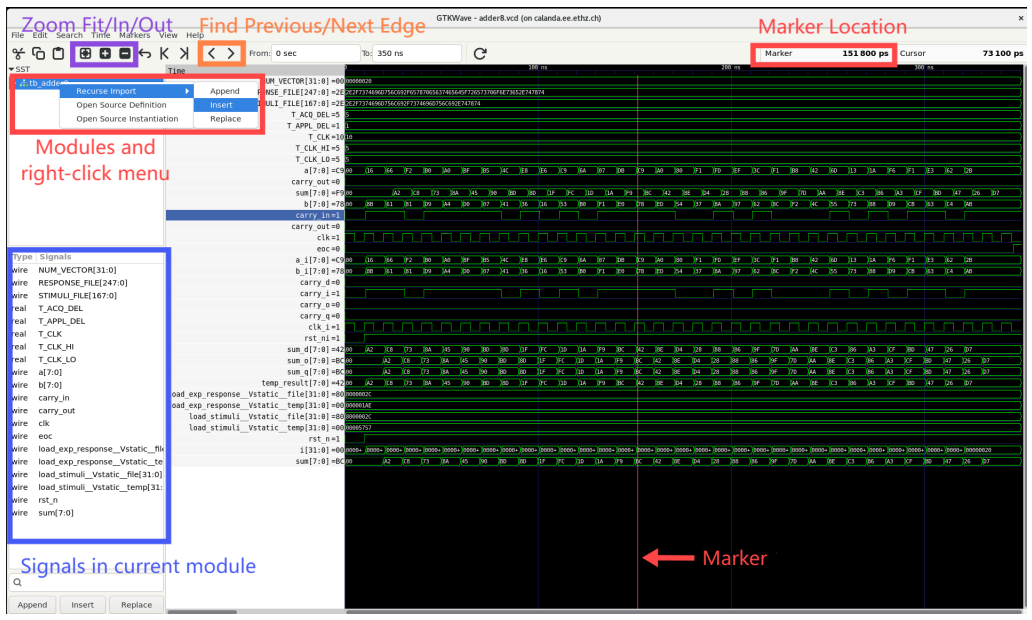

Figure 3: GTKWave GUI
- After running the command, the GUI shown in Figure 3 should open. On the left column, you will see the design hierarchy with `tb_adder8`. To import all signals from the testbench and DUT, you can either right-click on the `tb_adder8` and select `Recurse Import -> Insert`, or select the `tb_adder8` and click the `Insert` in the bottom left. These steps will load all available signals, allowing you to analyze how the design behaves during simulation.